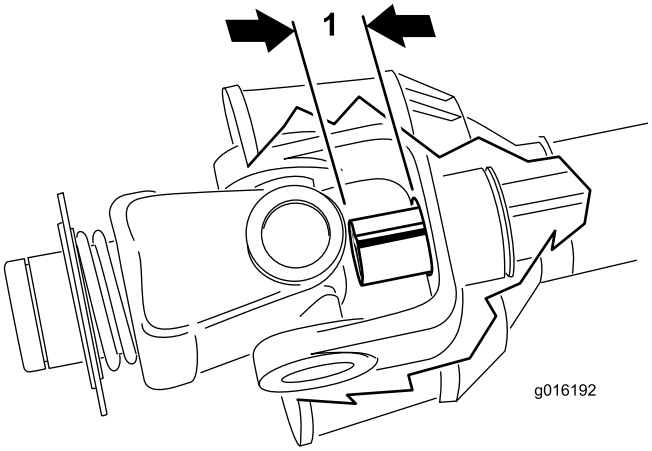

Figuur 16
buis niet uitsteekt tegen het kruis en het lagergedeelte van de buitenste buis (Figuur 16). Als dit gebeurt, moet u de lengte van de binnenste buis **verder** inkorten om het probleem te verhelpen. Ga naar de volgende stap.
10. Meet de afstand die de binnenste buis uitsteekt in het kruis en het lagergedeelte van de buitenste buis (Figuur 16). Voeg deze afstand toe aan het meetresultaat van stap 8.